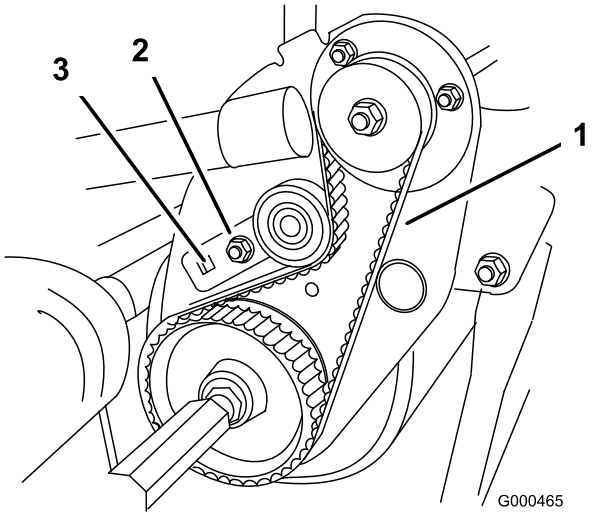

Figure 47
B. À l'aide d'une clé dynamométrique de 3/8 pouce, tournez la patte de montage de la poulie de tension avec un couple de 4–4,5 Nm pour obtenir la tension voulue (Figure 47). Tout en maintenant le réglage de la clé dynamométrique, serrez le boulon de fixation de la patte de montage de la poulie de tension (la rondelle à languette évite que la courroie ne glisse). Ne tendez pas la courroie excessivement.